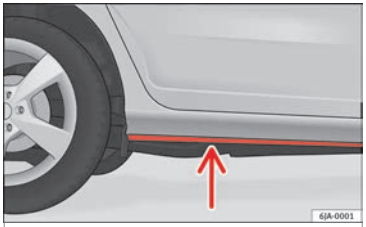

Fig. 180 Driving through water.
- Determine the depth of the water before entering. Water can reach a maximum height of below the door sill ››› **Fig. 180**.